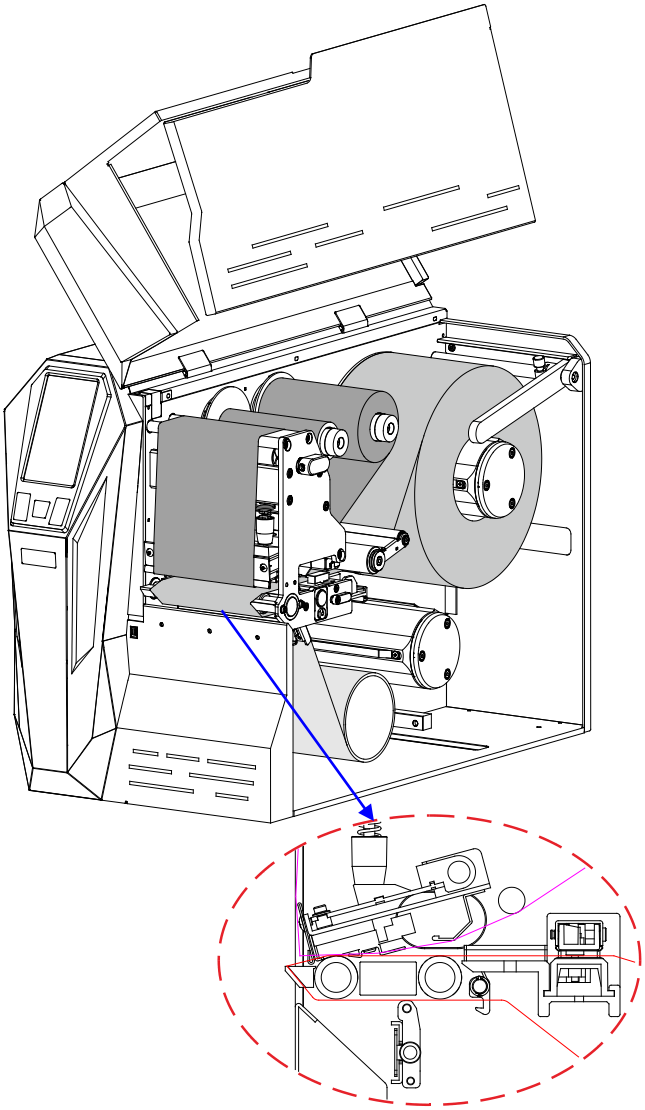

Figure 2-30 Thread the Liner
9. Refer to the Liner Path as shown in Figure 2-6. Thread the liner in between the Peeling Roller and Pinch Roller Assembly, then wrap it around a spare core to form a Liner Take-up Roll. As shown in Figure 2-30.